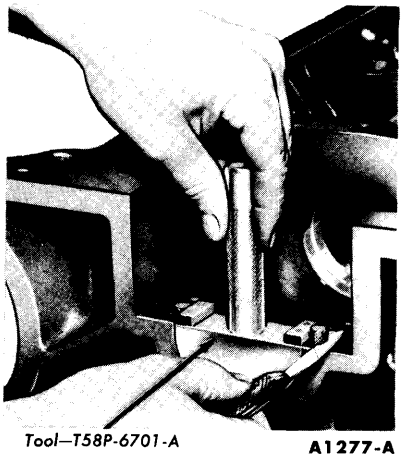

FIG. 76—Seal To Block Installation
7. Install a new rear journal oil seal in the block (Fig. 76). After installation, cut the ends of the seals flush.